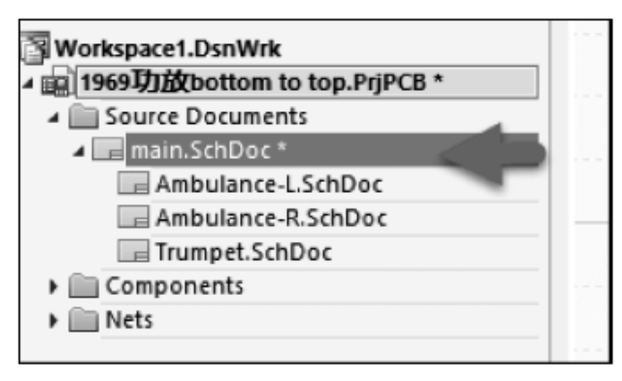

图 1-42　编译之后的层次结构
(5) 选中工程文件右击,编译整个原理图,如图 1-41 所示。形成层次关系,如图 1-42 所示。至此,自下而上的原理图绘制完成。